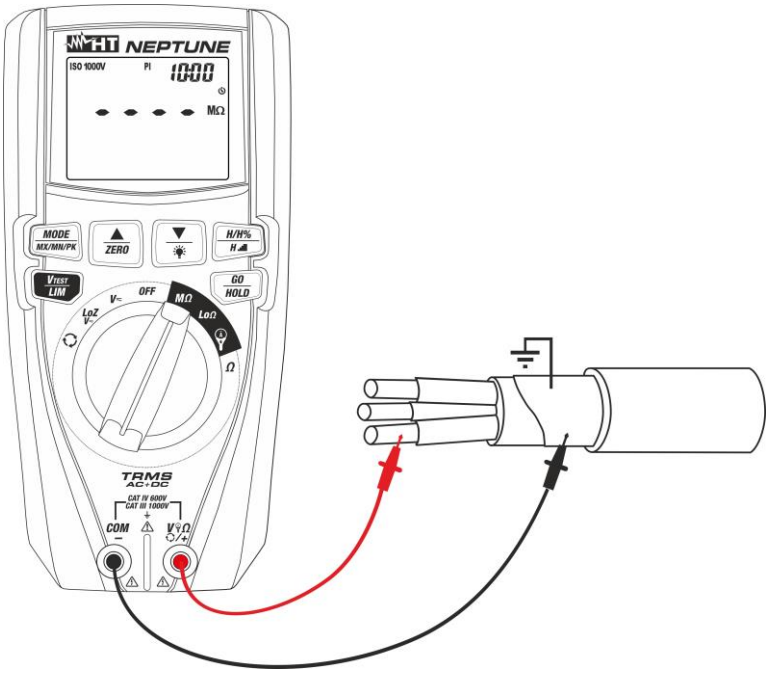

Fig. 22: Uso do instrumento para a medição da resistência de isolamento no modo PI
6. Inserir o condutor vermelho no terminal de entrada **VΩ/+** e o condutor preto no terminal de entrada **COM/–** e eventuais terminais com crocodilos e ligar o instrumento ao equipamento em exame (ver Fig. 22)